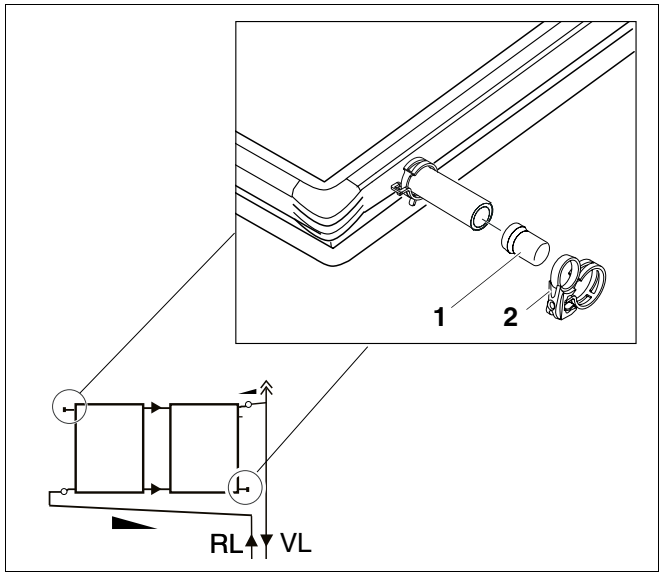

Afb. 57 Blindstop monteren
- Steek de blindstop (afb. 57, **pos. 1**) met de verdikking eerst in de korte slang.
- Schuif de veerklemring (afb. 57, **pos. 2**) tot aan de verdikking van de blindstop (afb. 57, **pos. 1**). Wanneer de veerklemring correct geplaatst is, kan u de blauwe veiligheidsring aantrekken.